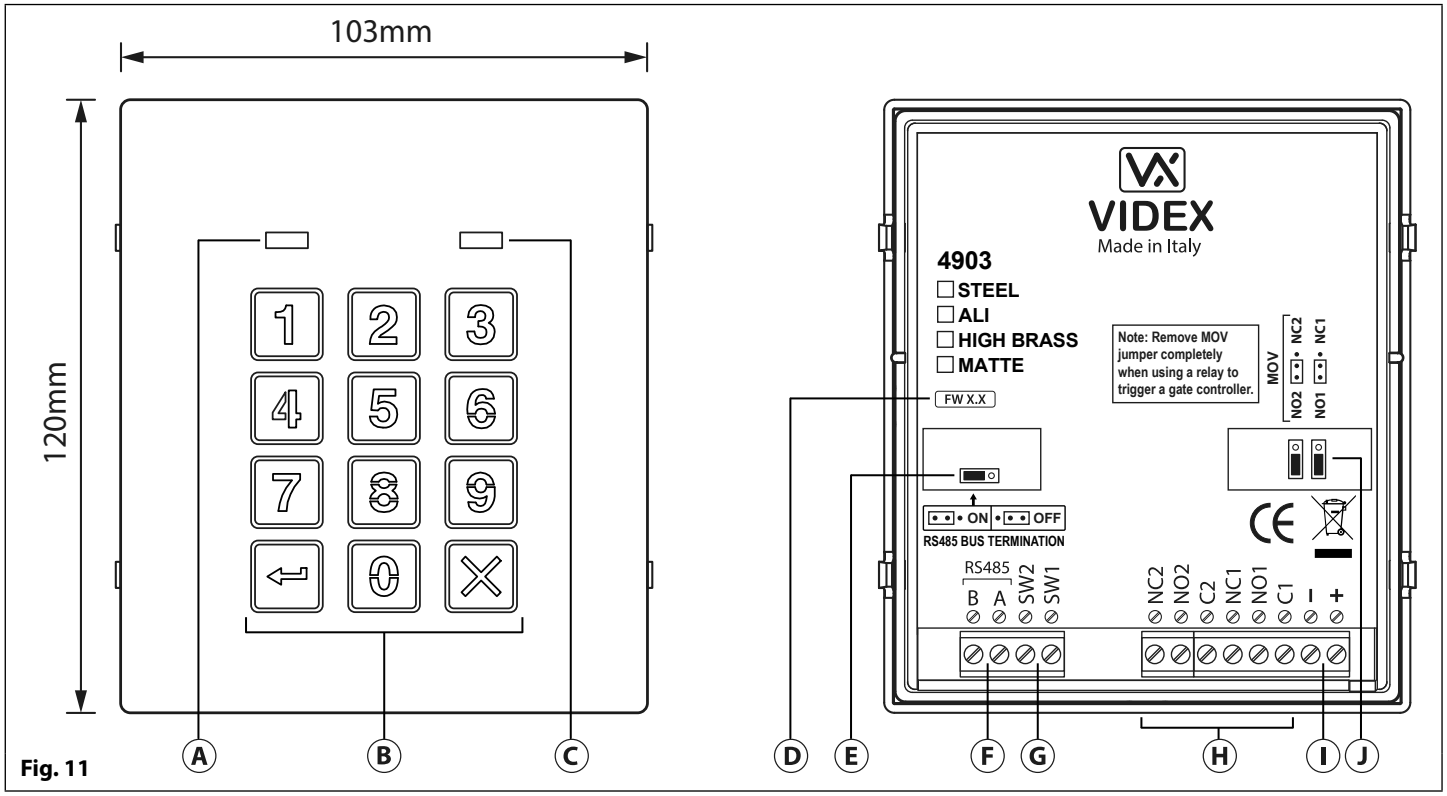

Fig. 11
The module features 12 stainless steel buttons, backlit in blue (keys **0 - 9**, **ENTER** ⏎ and **CLEAR** ✕), 2 LED's (green LED = data, red LED = status indication) for progress information during use and programming and a stainless steel or aluminium front plate, see **Fig.11**. With two integral relays (**RLY1** and **RLY2**) each with common (**C**), normally open (**NO**) and normally closed (**NC**) connections and two switched 0V push to exit inputs **SW1** and **SW2** to enable the external triggering of the relays. Key presses are signalled acoustically while each button press has a tactile feel. Entering the correct code followed by **ENTER** ⏎ will activate the relevant relay.
4. When power is restored to the codelock wait for the module to emit a beep and wait for the red status LED (**Fig.11**, Ⓒ) to stop flashing;
3. When power is restored to the keypad the backlit key buttons will illuminate (**Fig.11**, (B)). Wait for the keypad to emit a low level tone then wait for the red status LED (**Fig.11**, (C)) to switch ON;
4. Release the **0** button then enter the unit ID required for the Art.4903 (1 - 8) using the keypad (**Fig.11**, (B)). The red status LED will switch OFF and the keypad will play a short melody. Observe the red status LED (**Fig.11**, (C)) as this will flash as many times as the unit ID being set (e.g. if the unit ID is set to ID.8 the red status LED will flash 8 times);